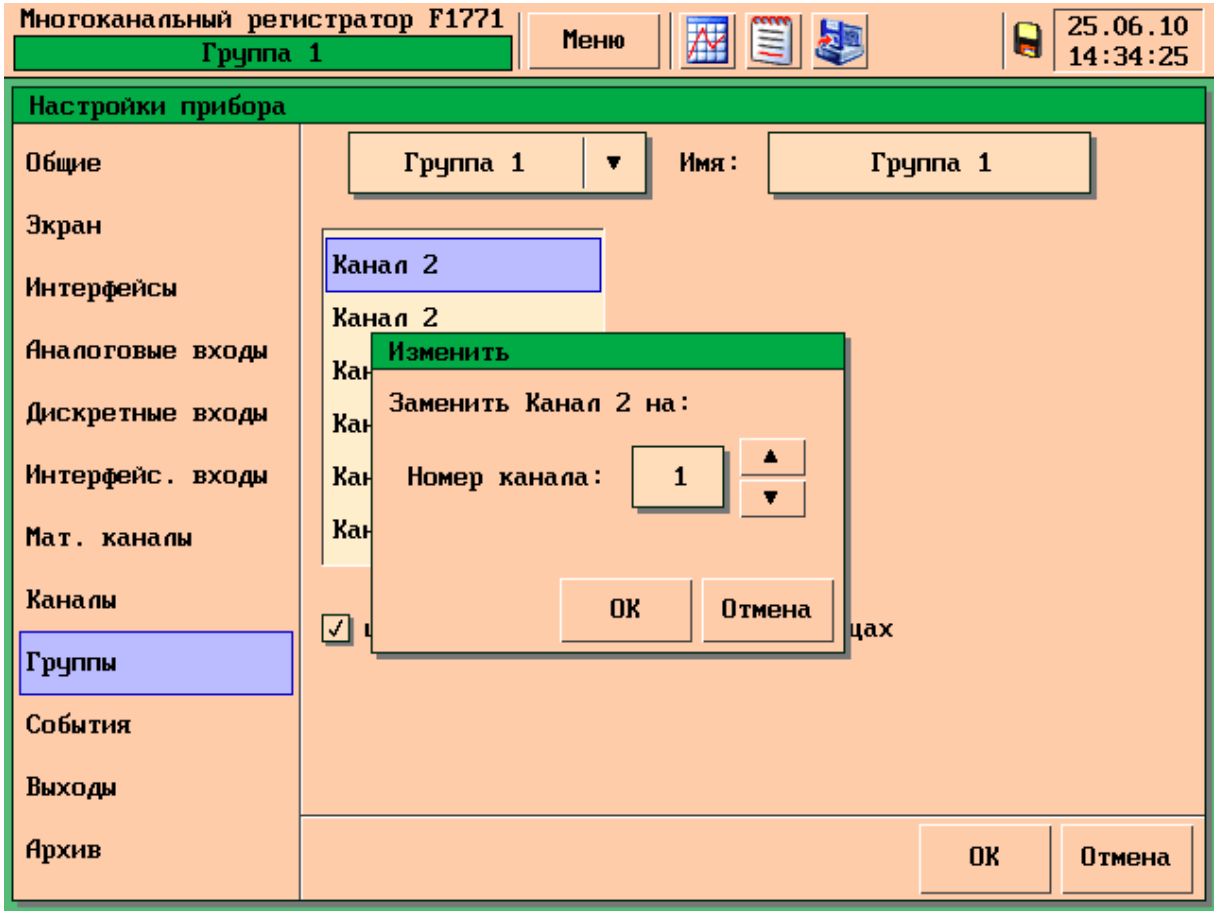

Рисунок 46 – Добавление канала в группу
5.10.3 Для добавления канала в группу: из всплывающего меню выберите номер группы, далее нажмите кнопку «Добавить», откроется окно с полем для ввода номера канала, рисунок 46.